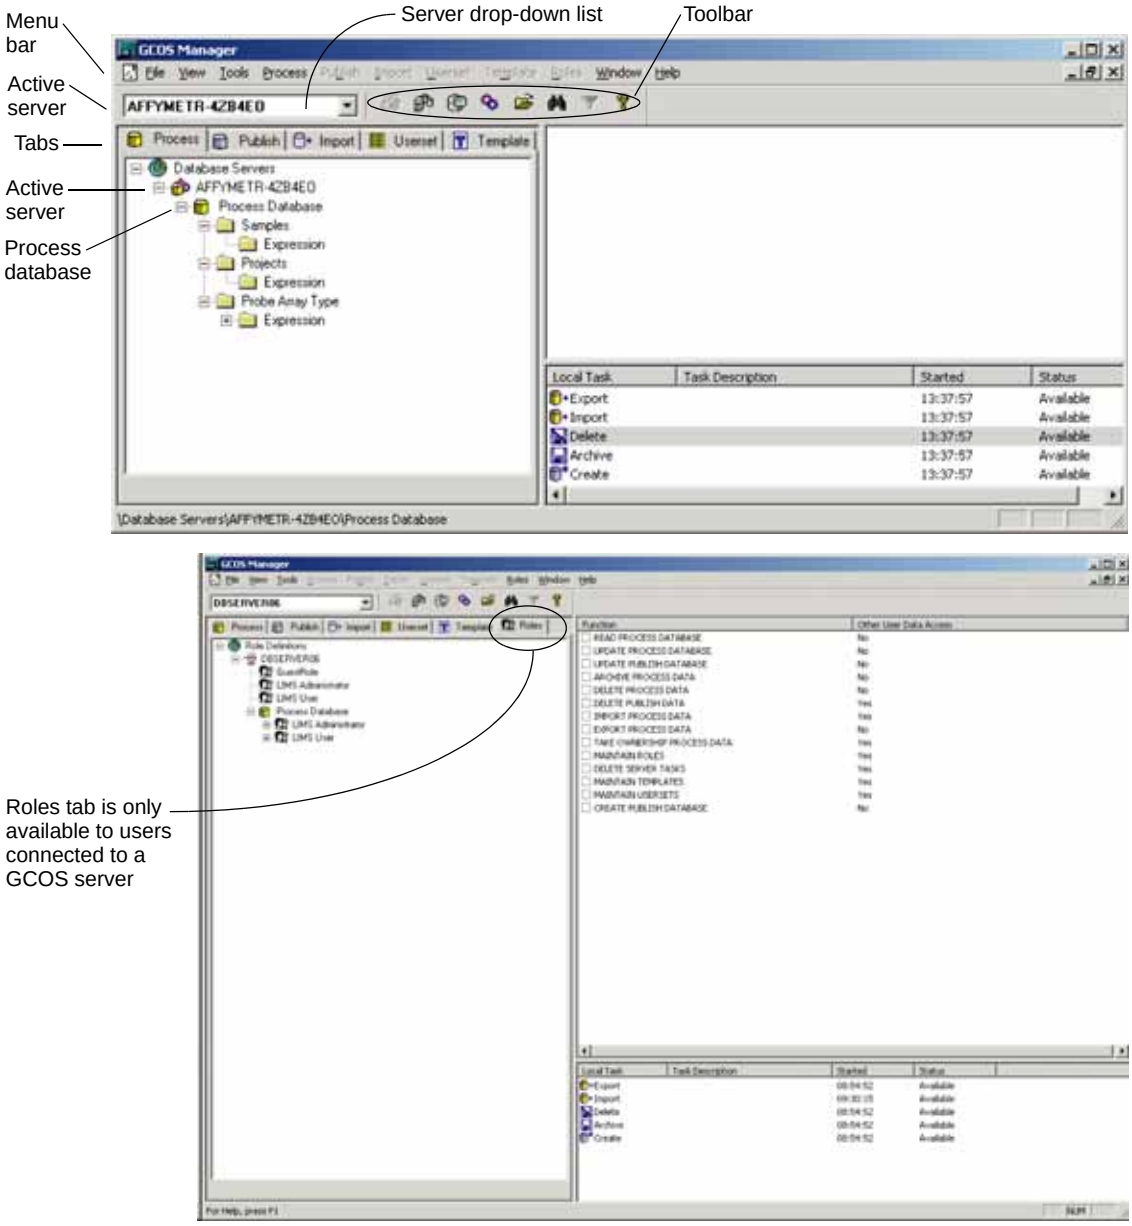

Figure 15.1
⇒ The GCOS Manager starts and displays the user interface **(Figure 15.1)**.
2. To select the active server, make a selection from the server drop-down list in the toolbar **(Figure 15.1)**.